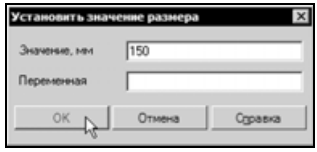

Рис. 4.27
- В появившемся на экране диалоговом окне **Установить значение размера** в поле **Значение** введите новое значение размера 150 и щелкните на кнопке **OK** (рис. 4.27).